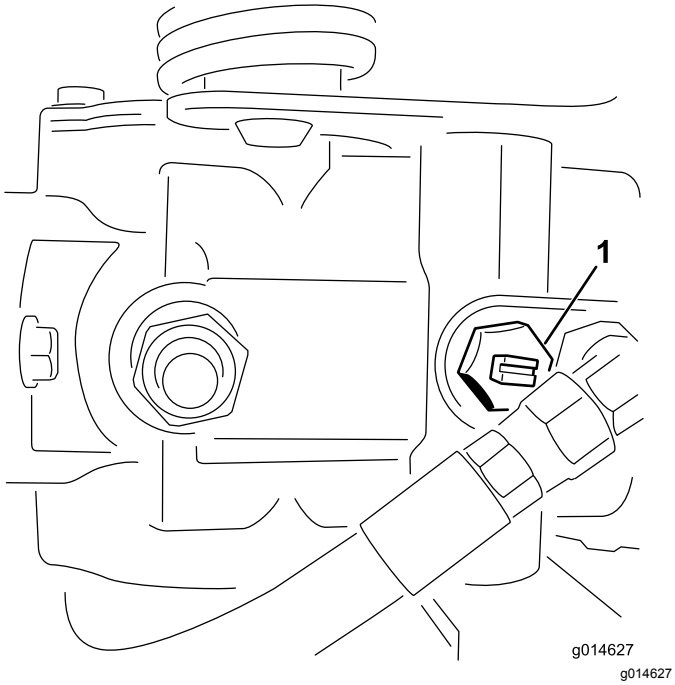

**Figur 22**
1. Find omløbsventilen på pumpen, og drej den, så rillen er vertikal (Figur 22).
2. Luk omløbsventilen ved at dreje den, så rillen er horisontal (Figur 22), før du starter motoren. Start ikke motoren, mens ventilen er åben.